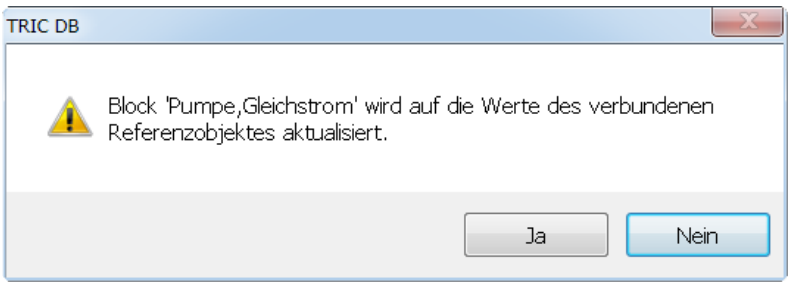

Bild 24.24 – Sicherheitsabfrage für die Referenzänderung
- Bestätigen Sie auch die anderen Dialogfelder mit *OK*. Bejahen Sie die Sicherheitsabfrage (Abb. 24.24).